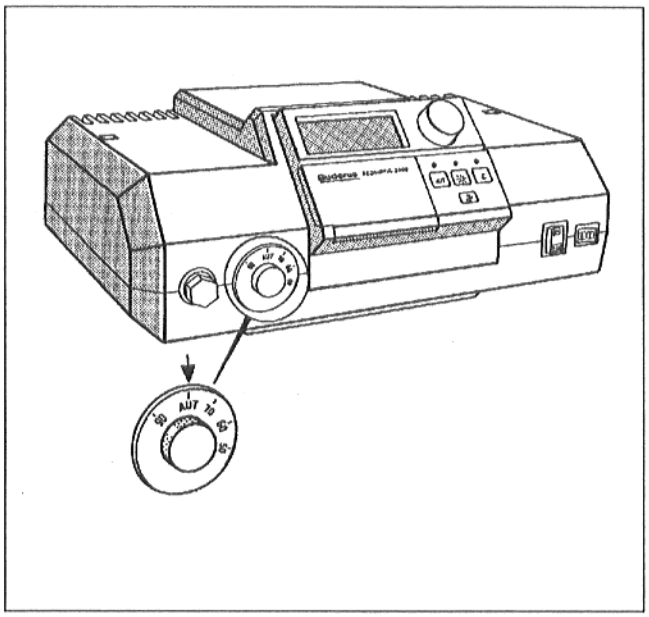

Fig. 5: Regulador de temperatura del agua de la caldera
- Poner en "AUT" el regulador de temperatura del agua de la caldera (Fig. 5). Sin "regulación Ecomatic", ajustar la temperatura deseada.